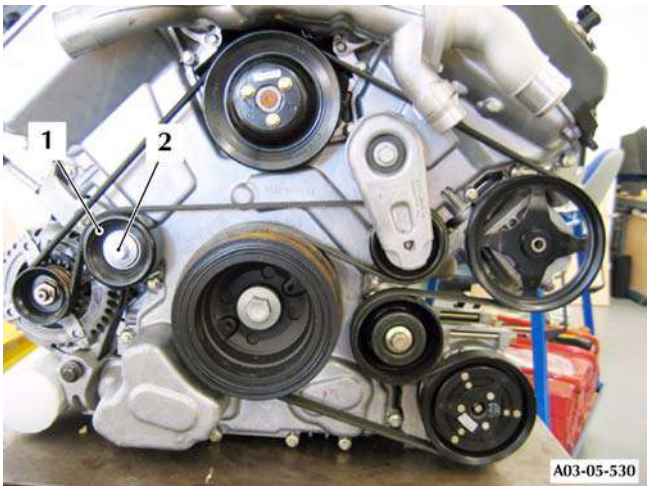

Figure 1
5. Remove the bolt (2) that attaches the idler (1) to the engine (refer to Figure 1)..